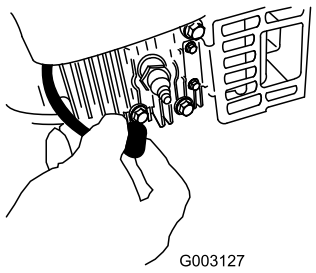

Figur 31
2. Lossa tändkabeln från tändstiftet (Figur 31) innan du utför underhåll.